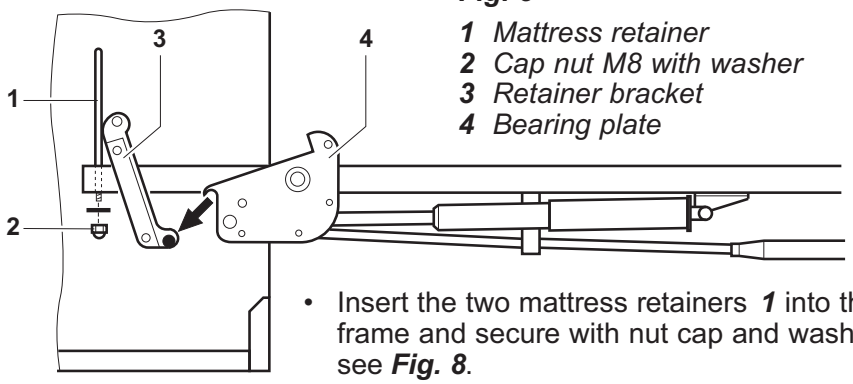

Fig. 8
- Insert the two mattress retainers ***1*** into the bed frame and secure with nut cap and washer ***2***, see ***Fig. 8***.